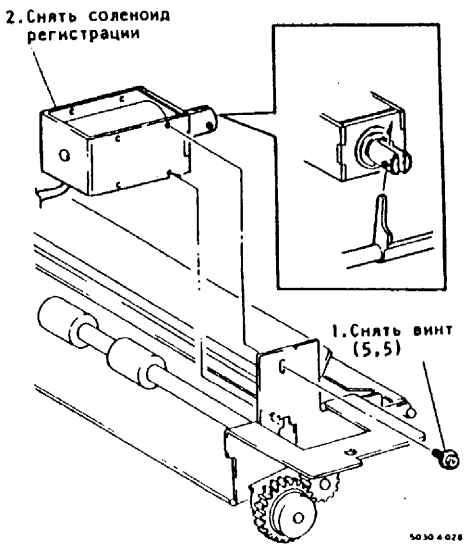

Рис.2. Снятие соленоида регистрации
6. (Рис.2): Снять соленоид регистрации.